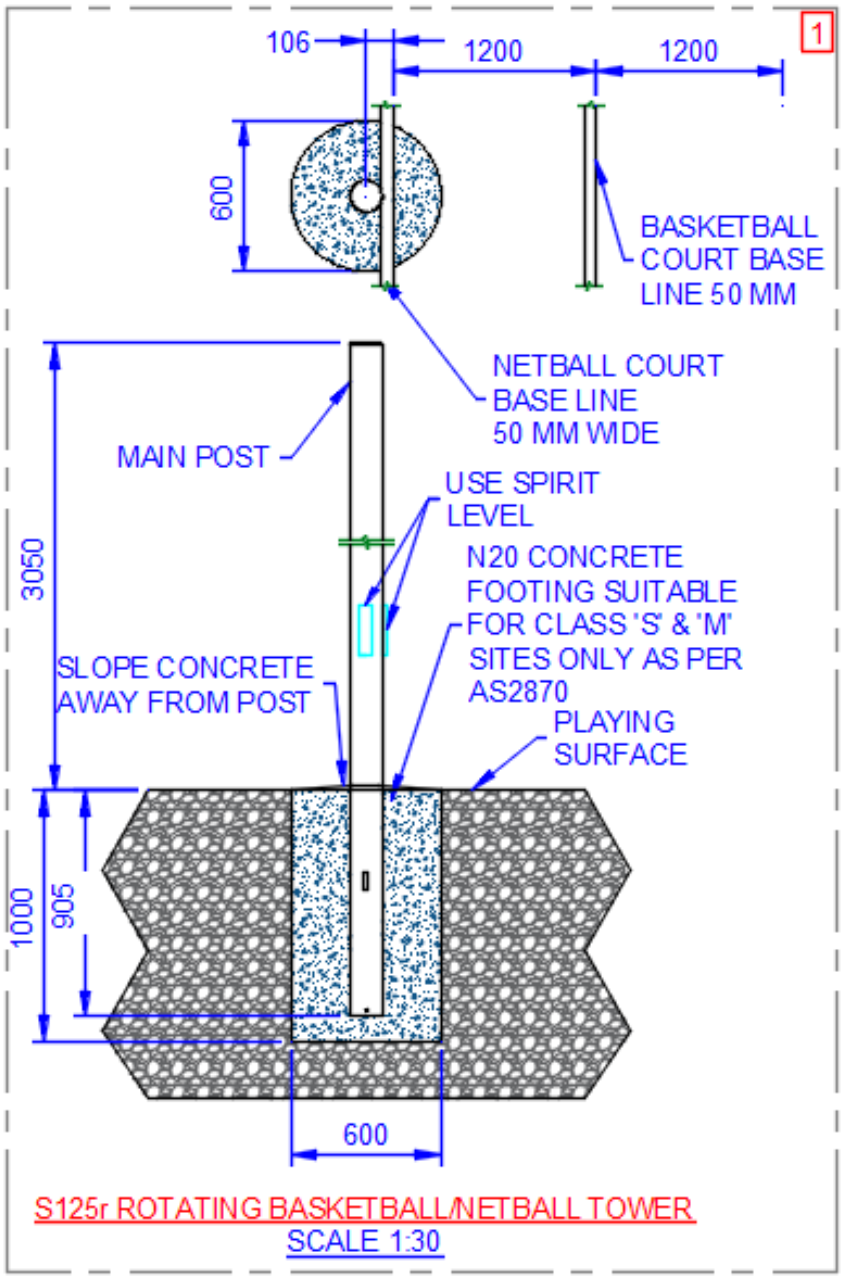

*Figure 3: S125r Footing Detail*
- *Please refer to Figure 3 for further details. The post must be installed in a specific orientation as shown in the Figure and it is the Installer/Contractor responsible for ensuring that.*